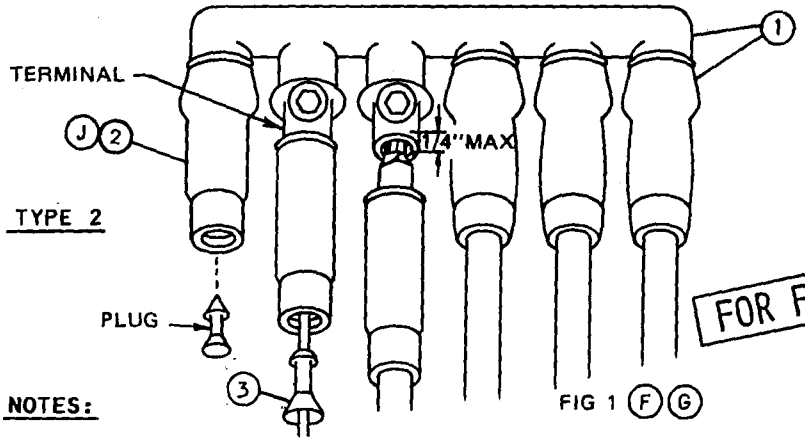
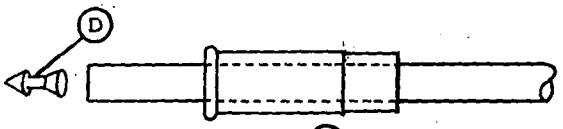
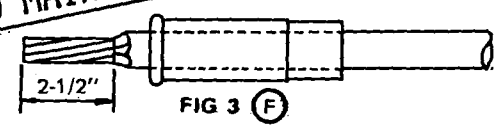

FIG 1 (F) (G)
FIG 2 (F)
FIG 3 (F)
C. REFERRING TO THE EMBOSSED MARKINGS ON THE INSULATOR SLEEVE, SELECT THE PROPER RING AND CUT (SEE FIGURE 1). CUT RING ONLY FOR THE SIZE OF CABLE TO BE INITIALLY INSTALLED.
(F) CUT THE CABLE FLUSH, THEN SLIDE THE INSULATING SLEEVE OVER THE CABLE INSULATION (SEE FIGURE 2). REMOVE INSULATION 2-1/2 INCHES AS SHOWN IN FIGURE 3.
(G) WIRE BRUSH CONDUCTOR WITH INHIBITOR (SEE STANDARD 4106) AND INSERT CONDUCTOR INTO TERMINAL UNTIL THERE IS 1/4 INCH MAXIMUM GAP BETWEEN THE INSULATION AND THE TERMINAL (SEE FIGURE 1).
(D) REMOVE SUPPLIED PLUG FROM SLEEVE BY PUSHING IT THROUGH THE INSULATED SLEEVE WITH BLUNT INSTRUMENT OR CABLE END (SEE FIGURE 2).
(F) FOR #8 THRU #4 CABLES, CUT THE CABLE FLUSH THEN SLIDE LUBRICATED "SLEEVE INSERT ADAPTOR" OVER CABLE INSULATION. ALSO SLIDE THE INSULATING SLEEVE OVER THE CABLE INSULATION (SEE FIGURE 1). THEN, REMOVE INSULATION 2-1/2 INCHES AS SHOWN IN FIGURE 3. ONE ADAPTOR FOR #8 THRU #4 CONDUCTOR IS SUPPLIED IN EACH KIT. PLUGS ARE SUPPLIED IN EACH OF THE SLEEVES. FOR #2 THRU #350, CUT THE CABLE FLUSH THEN SLIDE THE INSULATING SLEEVE OVER THE CABLE INSULATION. REMOVE THE INSULATION AS SHOWN IN FIGURE 3.
(G) WIRE BRUSH CONDUCTOR WITH INHIBITOR (SEE STANDARD 4106) AND INSERT CONDUCTOR INTO TERMINAL UNTIL THERE IS A 1/4 INCH MAXIMUM GAP BETWEEN THE INSULATION AND THE TERMINAL (SEE FIGURE 1).